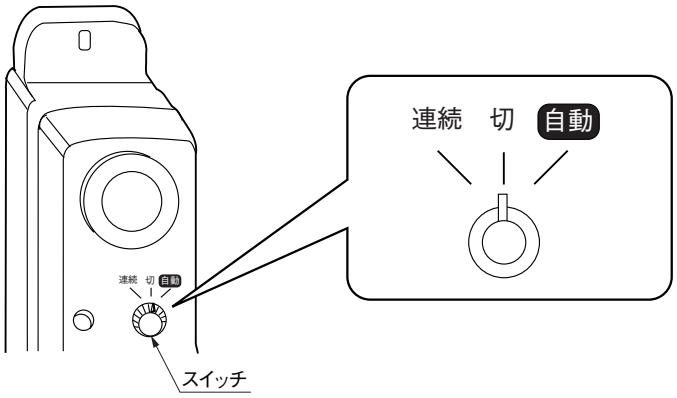

図5-3
❸ センサーの座の部分を押し込むとセンサーが回転します。検知したい方向に向けてください。
❹ スイッチを「連続」の位置にしてください。（図5-3参照）ライトが点灯することを確認してください。